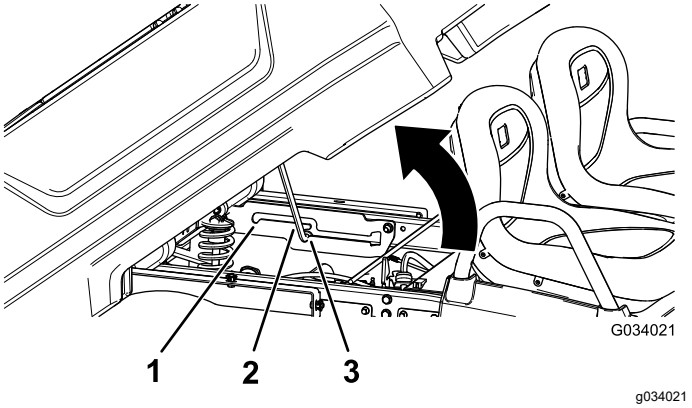

Figur 14
2. Træk støttepinden ind i aflæsningspositionens forsænkede åbning for derved at fastgøre ladet til aflæsning (Figur 14).
2. Træk støttepinden ind i servicepositionens forsænkede åbning for derved at fastgøre ladet til vedligeholdelse (Figur 14).
2. Træk støttepinden ud af den forsænkede åbning (Figur 14).